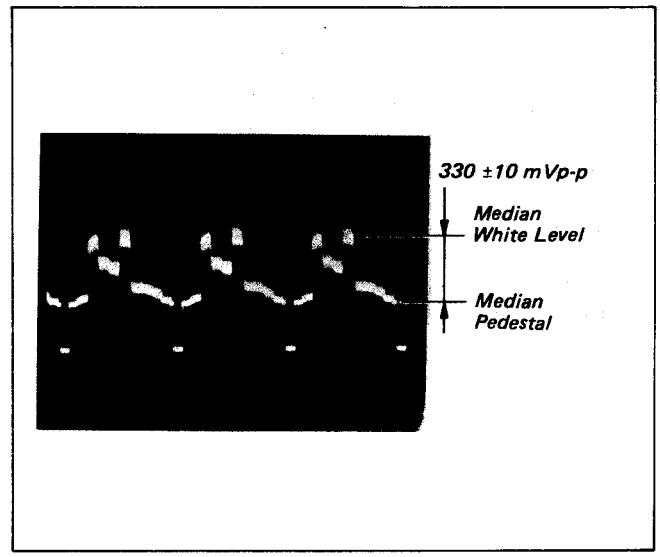

Fig. 1-31
2) By turning RV648 on SH-1 Board, adjust the waveform level at 330±10 mVp-p (see Fig. 1-31).